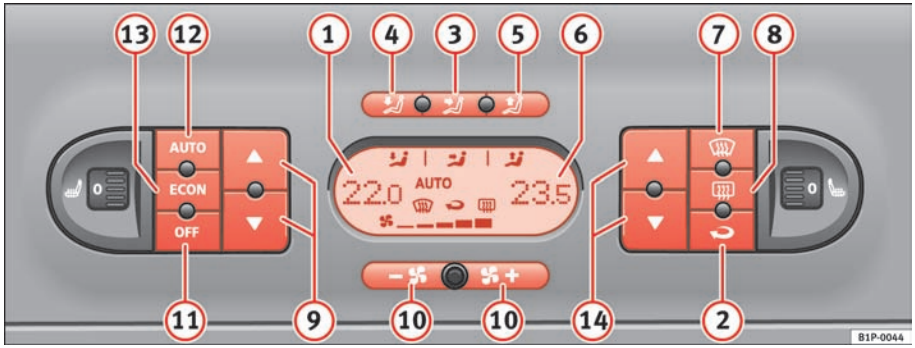

Fig. 111 On the dash panel: 2C Climatronic controls
– Press the temperature control buttons ⇒ page 147, fig. 111 (9) or (14) in order to adjust the temperature on the left hand side or the right hand side respectively.
– Press the button AUTO ⇒ page 147, fig. 111. “AUTO” is shown on the display. ▶